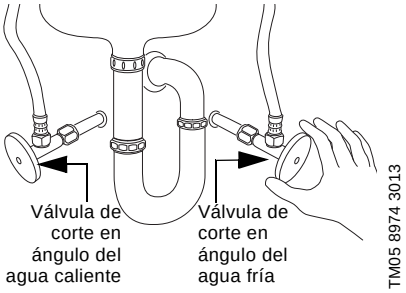

Fig. 3 Cierre de las válvulas de corte en ángulo del agua caliente y el agua fría ubicadas bajo el fregadero o lavabo antes de instalar la válvula de derivación
1. Cierre las válvulas de corte en ángulo del agua caliente y el agua fría ubicadas bajo el fregadero o lavabo; consulte la fig. 3.